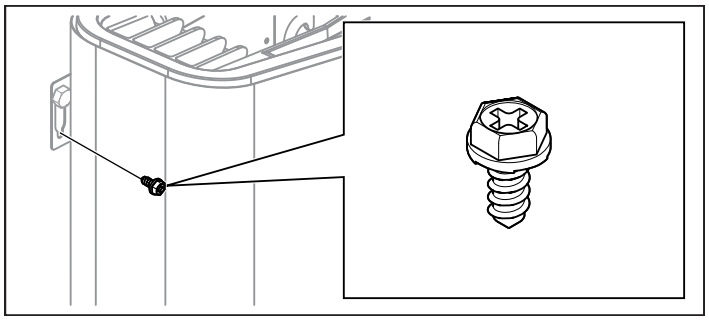

Fig 10: Konsolens låsskruv
8. Lås aggregatet på plats med låsskruven (se Fig 10).